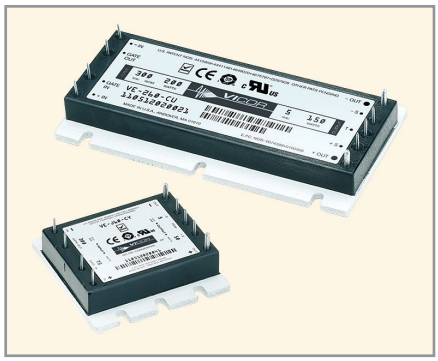

Рис. 3. Модули серий VI-200, VI-J00
- VI-JWR-CY (рис. 3) – для нестандартных значений выходных напряжений.